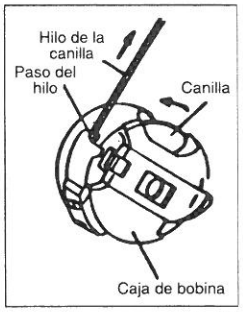

Fig. 15
d) Introduzca la canilla (bobina) dentro de la caja de bobina de forma que al tirar del hilo tal como se indica en la fig. 15, la canilla gire en sentido contrario a las agujas del reloj (antihorario).